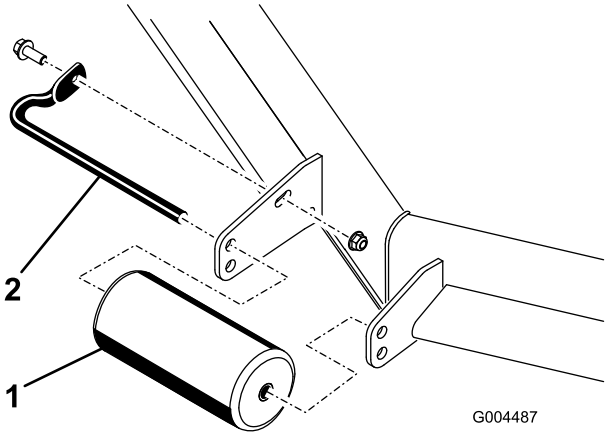
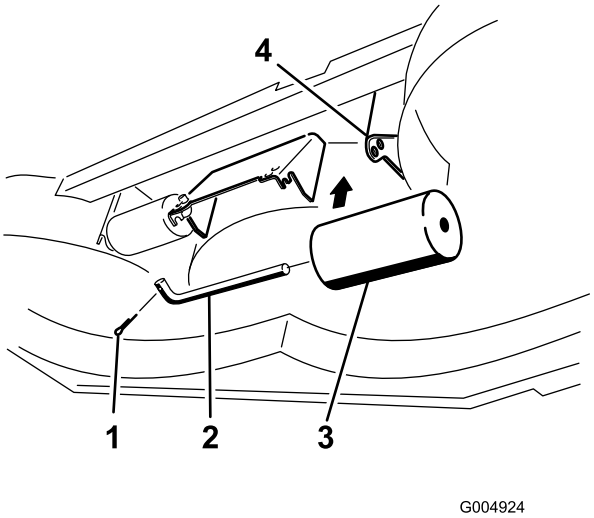

Figur 24
Figur 28
4. Lossa de fästelement som fäster valsarna på klippdäcket och flytta valsarna uppåt eller nedåt så som önskas; se Figur 24 t.o.m. Figur 28, det avsnitt som är tillämpligt för din klippare.